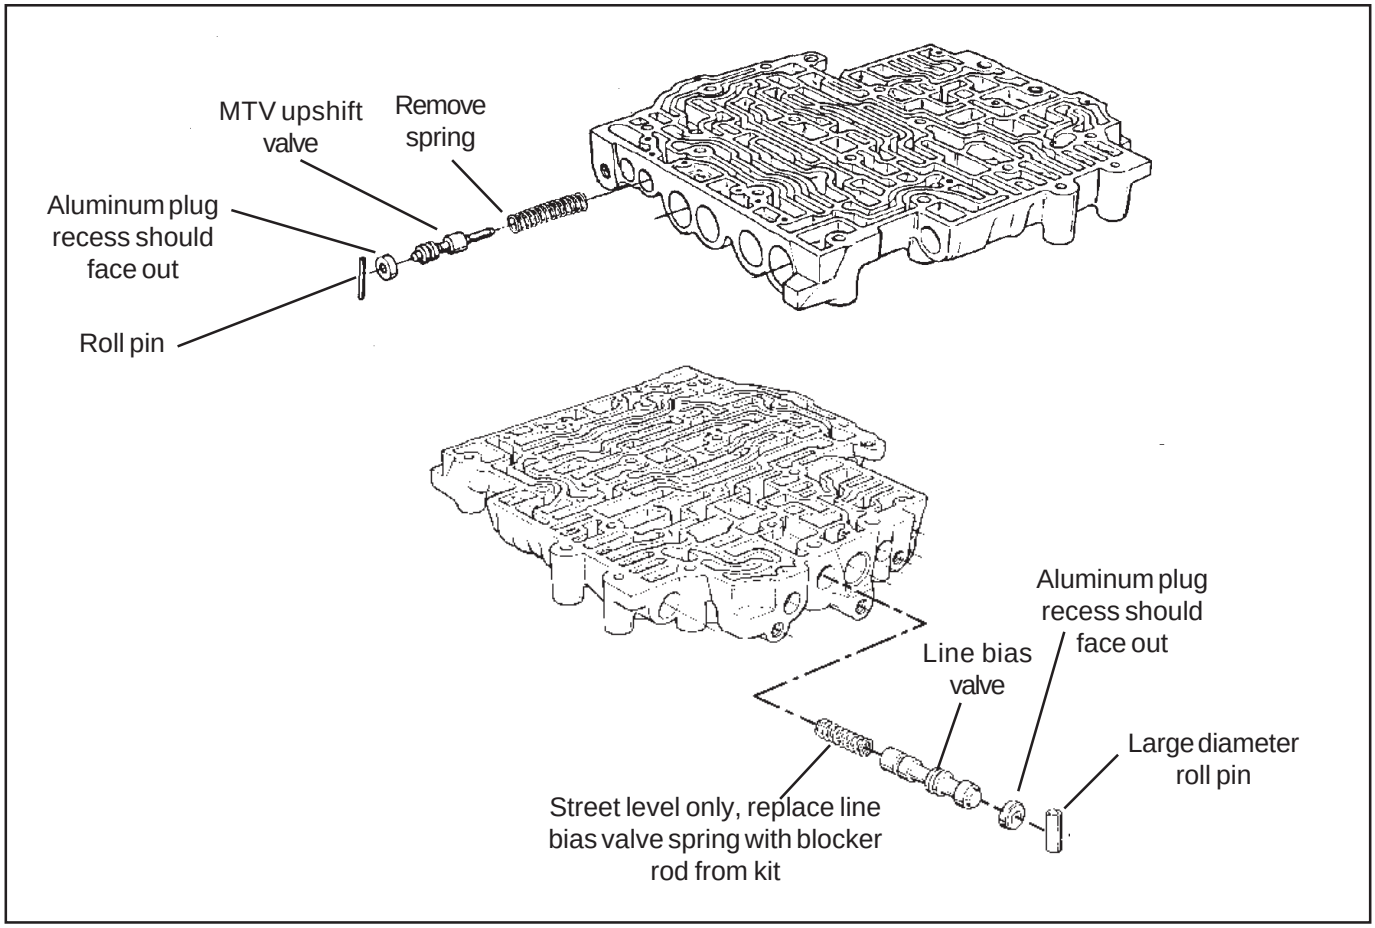

Figure 5
STEP 8. Heavy Duty and Street; MTV upshift valve (See Fig. 5.)
Compress and remove the large roll pin retaining the line bias valve **(See Fig. 5.)** Take care to not distort the roll pin more than is required to remove it. Remove the aluminum plug, valve and spring from bore. The stock spring will not be re used. Insert the blocker rod from the kit into the bore. Install the valve and aluminum plug as removed. If the aluminum plug extends into the roll pin hole, remove the blocker rod and grind or file a small amount from either end of the blocker rod until the aluminum plug clears the roll pin hole when all parts are installed.